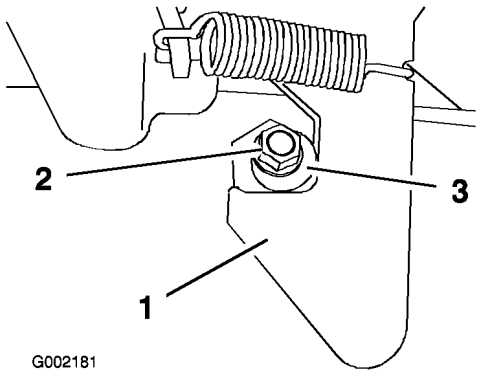

Figur 25
1. Lossa den mutter som sitter tätt mot spärrstiftet (Figur 25).
2. Vrid spärrstiftet medsols tills det sitter tätt mot spärrhaken, och dra sedan åt muttern (Figur 25).